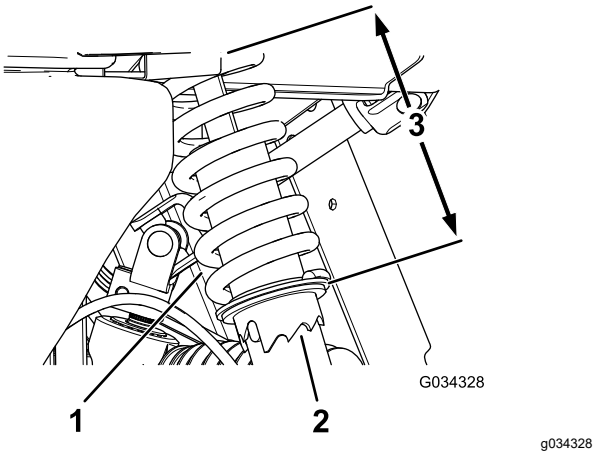

Figura 45
1. Utilizando a ferramenta Toro 6010, rode o anel no amortecedor para alterar o comprimento da mola (Figura 45).